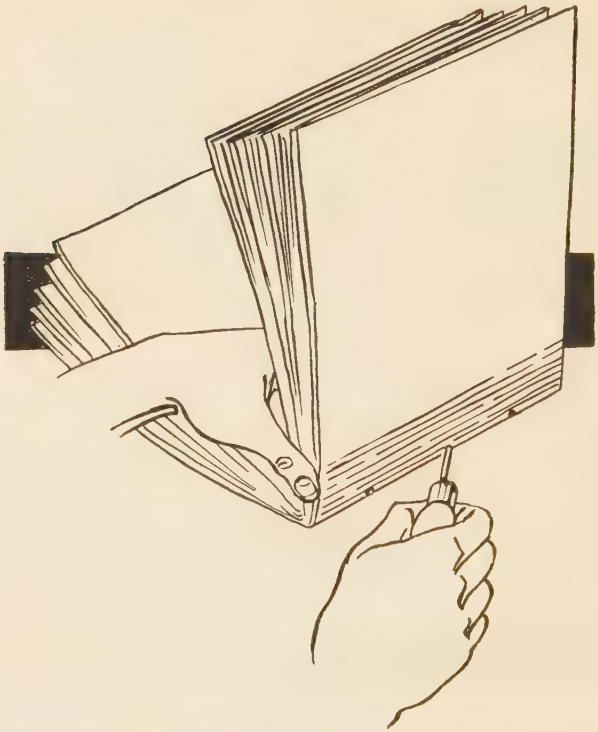

Fig. 230—Punching Holes with Awl for Stitching
10. Using your awl, pierce three holes on back fold to receive stitching and, using your heaviest thread (No. 12 linen), stitch the booklet firmly. (Figs. 230 and 231.)